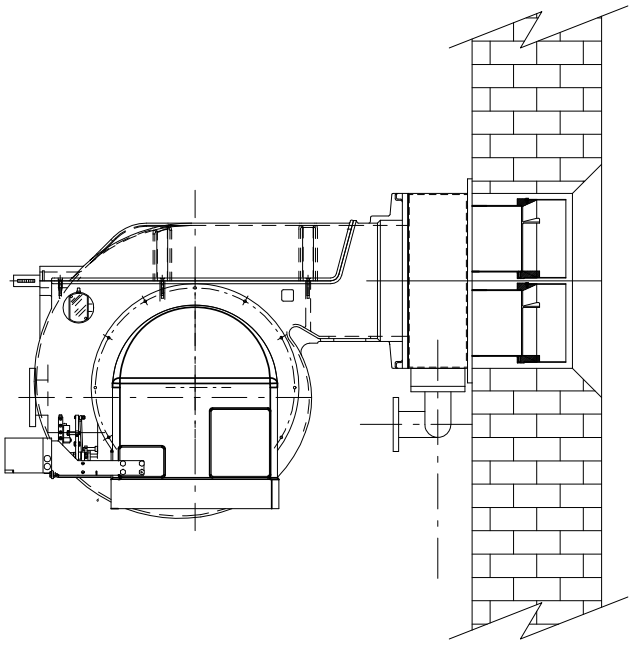

Рис. 1
4). закрепить ее с помощью гаек , наворачиваемых на установочные штифты котла, согласно схеме на Рис. 1.